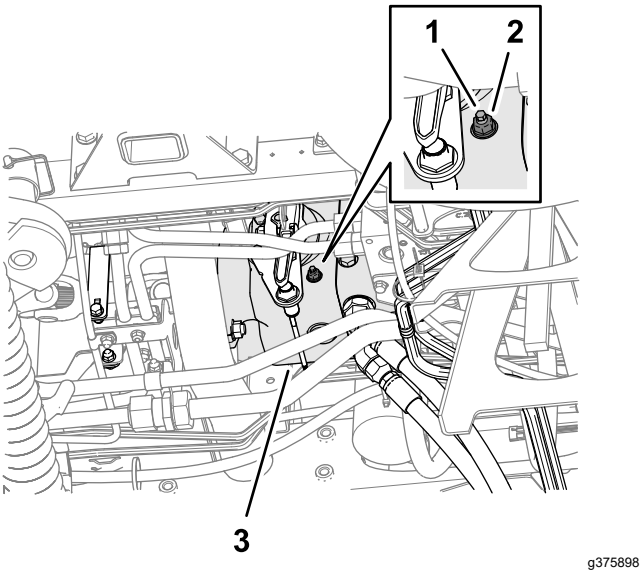

Figur 136
3. Fra bunden af maskinen og på højre side af traktionspumpen skal du løsne låsemøtrikken, der fastgør justeringsskruen til returnering til neutral (Figur 136).